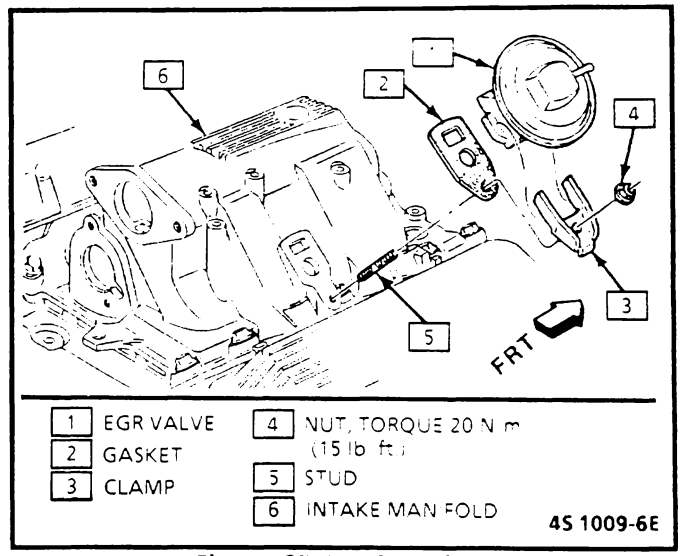

Figure C7-4 - EGR Valve
3. EGR valve from manifold (Figure C7-4).